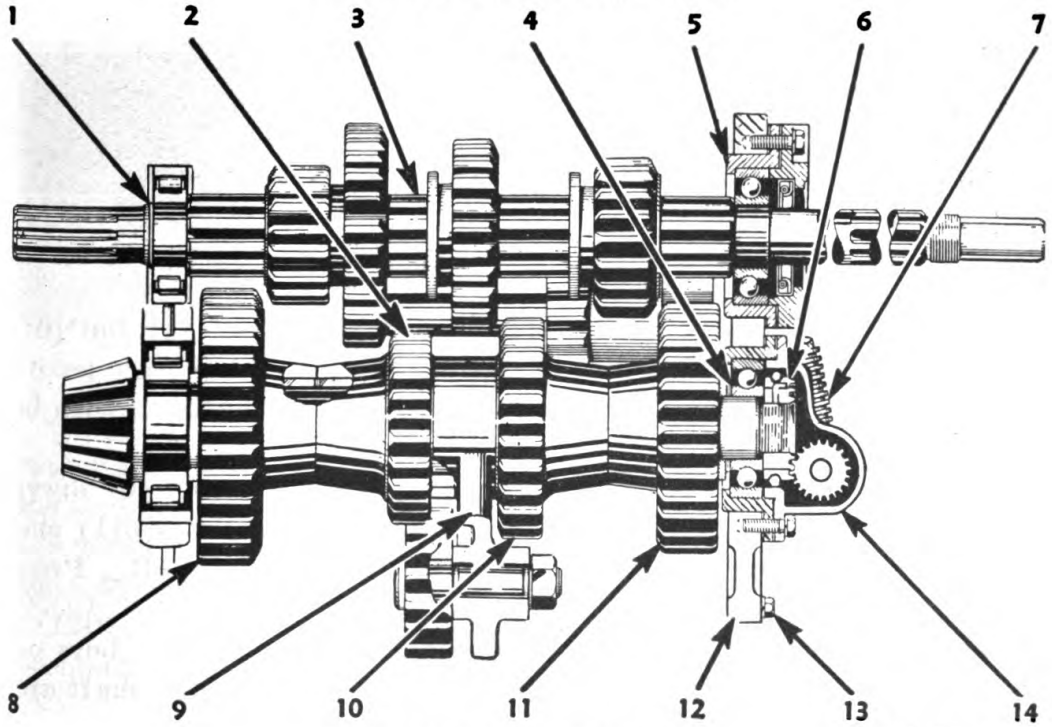

FIGURE 119.—Transmission.
(1) With the rear drive attachment in place, remove upper shaft front bearing and cage (5) (fig. 119) so upper shaft (3) can be pulled forward and then removed through the opening in the top of the case. The gears on the upper shaft can be taken off after the bearing at either end is removed. The rear bearing is held in place by a locking ring (1).
(3) Remove odometer drive cable (7) (fig. 119), case (14), nut (6), and front cover nuts (13). Make certain that all shims (4) are recovered when front cover (12) is removed. The lower shaft can then be removed.
(4) A press will be required to remove the gears from the lower transmission shaft. Press off the two front gears (10) and (11) and remove the keys. Gear bracket (9) can be pried off the shaft. Press off the two rear gears (2) and (8).
(5) In installation, care should be taken to see that any burs or sharp edges in the bores of the gears or on the transmission shaft are